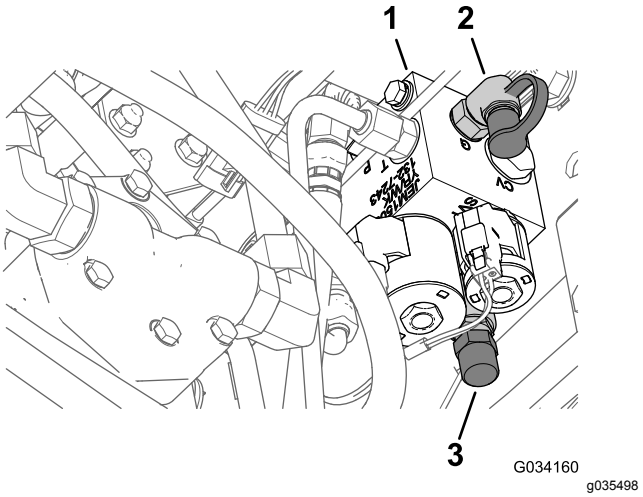

**Figur 13**
3. Slut en trykmåler til testporten bag løftemanifolden (Figur 13).
4. Fjern dækslet fra vægtoverførselspolen fra forsiden af løftemanifolden (Figur 13).
5. Løsn kontramøtrikken nederst på vægtoverførselspolen (Figur 13).